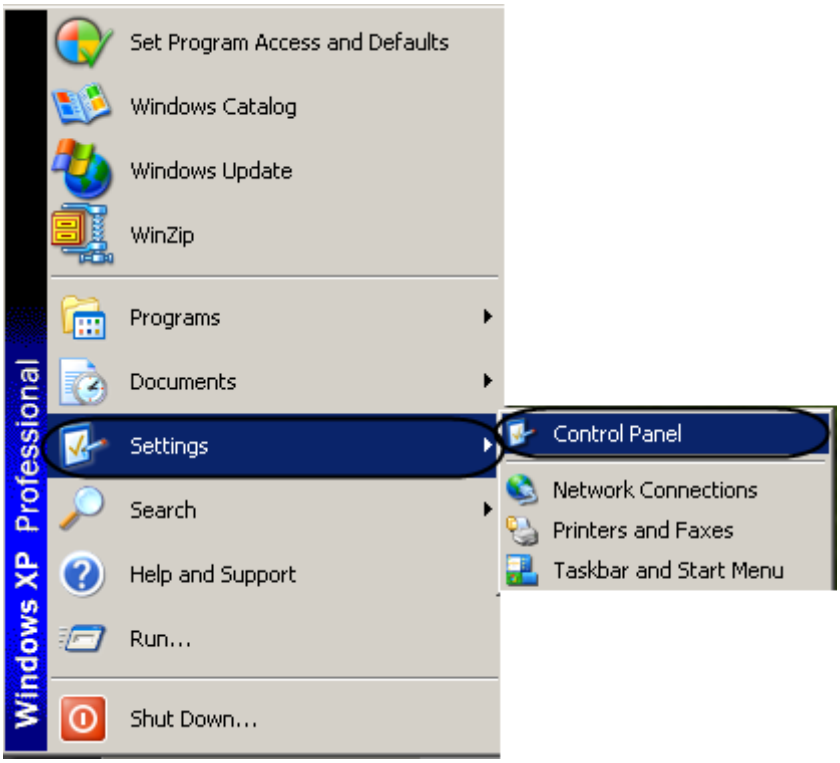

Figure 5.3-6. Opening the Control Panel window
1. Open the Control Panel window, selecting in the command prompt: Start ⇒Settings ⇒Control Panel (Figure 5.3-6).